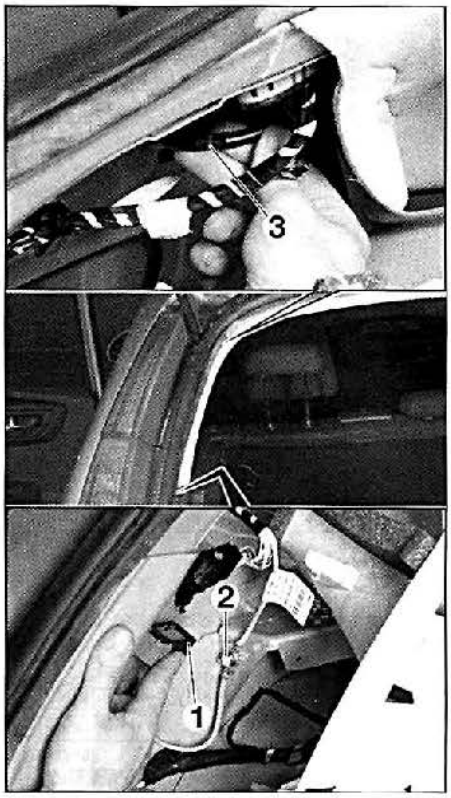

FIG. 67
- Sacar el conector (1) y el cable de masa (2) **(fig. 67).**
- Desconectar el tubo de lavalunas trasero (3).